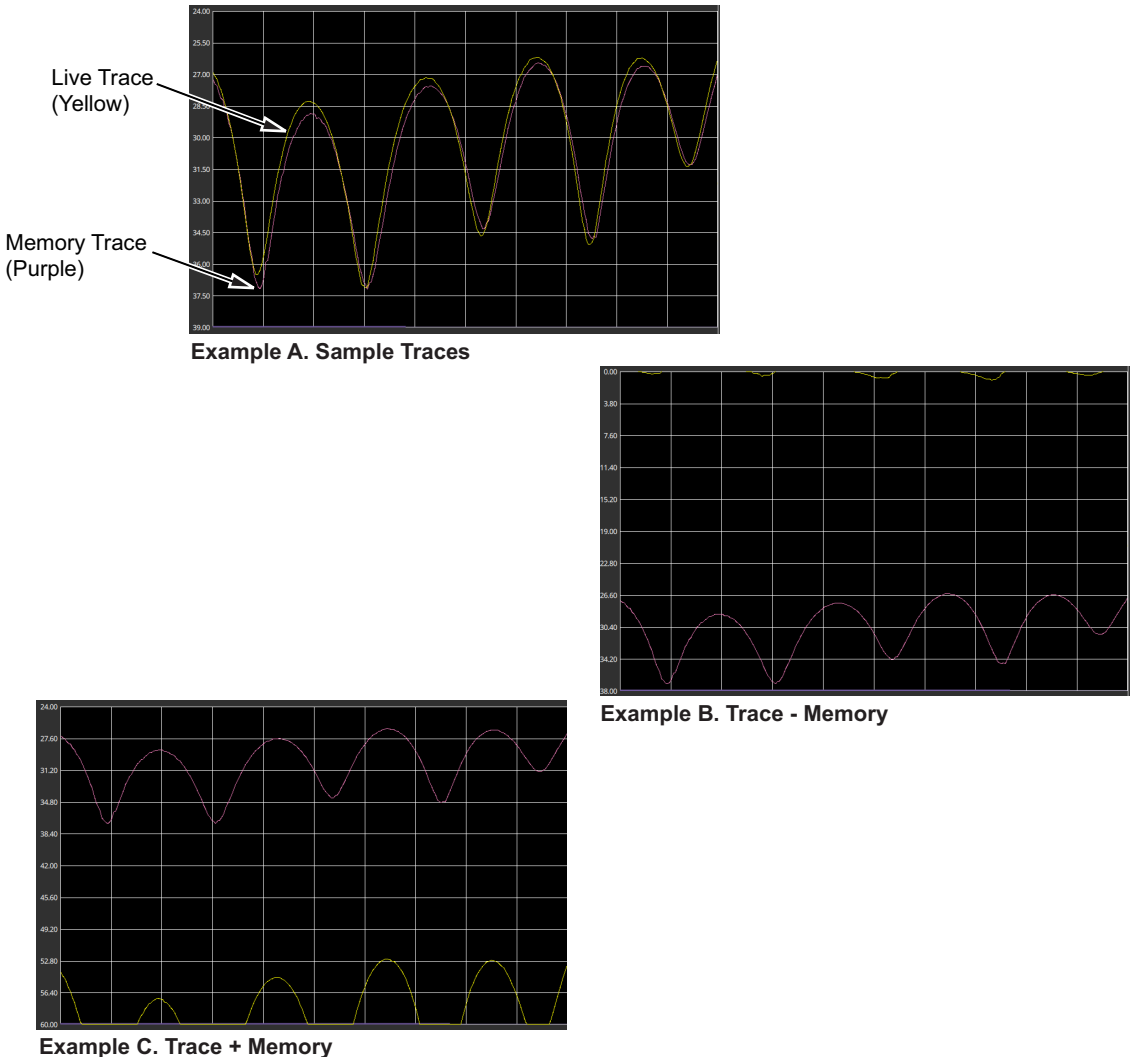

Figure 3-61. Trace Memory Used to Compare the Phase of Two Cables (see Table 3-5, “Trace Math Details” on page 3-70)
2. Select MATH and select Trace - Mem or Trace + Mem (Figure 3-61).
Example from Figure 3-61	Example Description
D. Multiply	Trace data is multiplied by the memory (not shown in **Figure 3-61**).
E. Divide	Trace data is divided by the memory (not shown in **Figure 3-61**).
F. Average	Trace data plus memory divided by two (not shown in **Figure 3-61**).